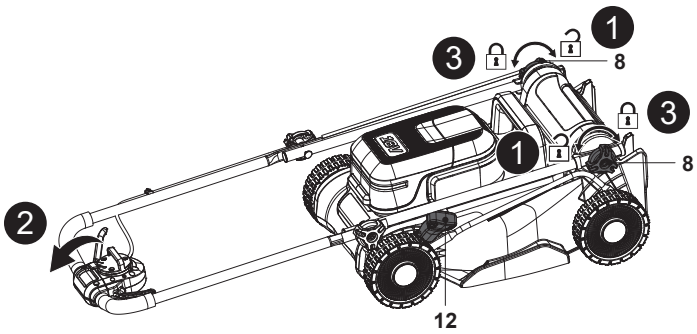

**Fig. 22**
1. Switch the machine off and remove the battery pack (24) before storage.
- Remove the grass catcher (7) / mulching insert (23).
- Set the lever for cutting height adjustment (12) to the lowest position.
- Loosen two locking knobs (8), but don't remove them, then completely fold the handle assembly (Fig. 22, steps 1, 2).
- Secure the connections by turning the two locking knobs (8) to avoid scattering before vertical storage (Fig. 22, step 3).